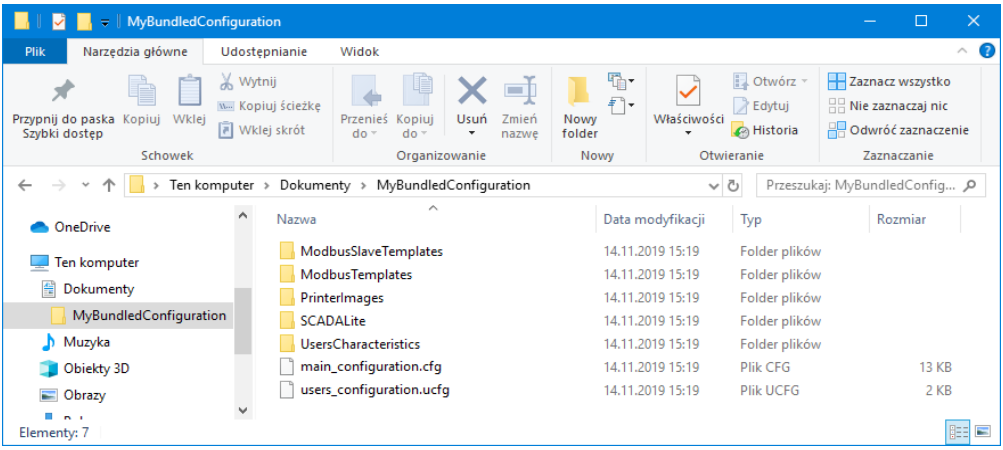

Rys. 7.27. Struktura archiwum konfiguracji zbiorczej.
- Utworzyć folder ze strukturą podfolderów jak na **Rys. 7.27**